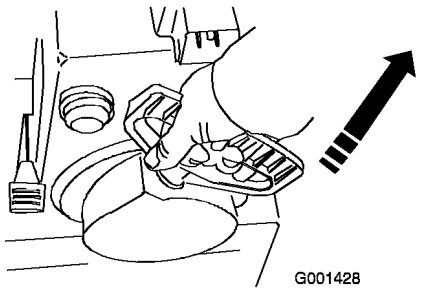

Figur 24
7. Dra i startsnöret (Figur 24).